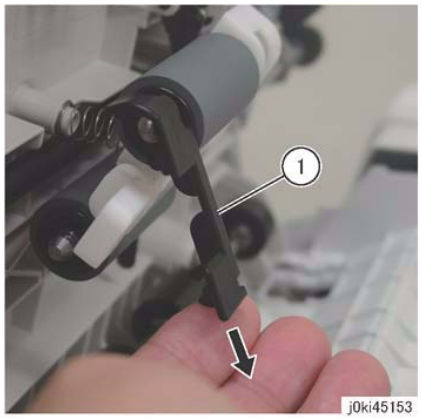

Figure 3 Housing Removal
5. Remove the housing. (Figure 3)